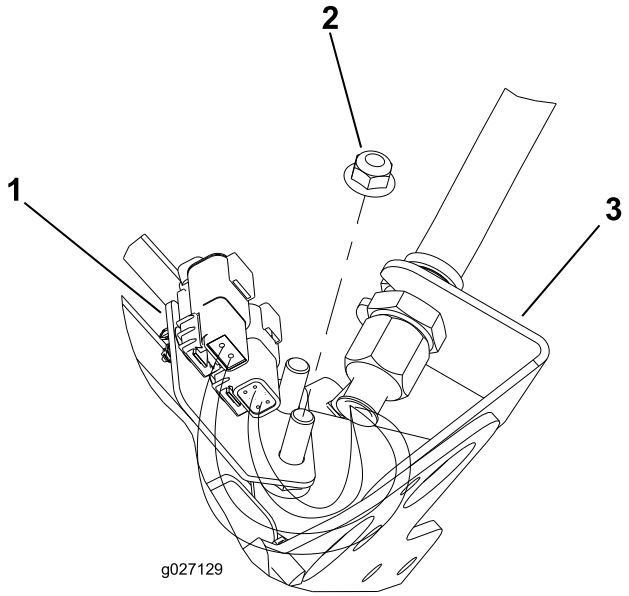
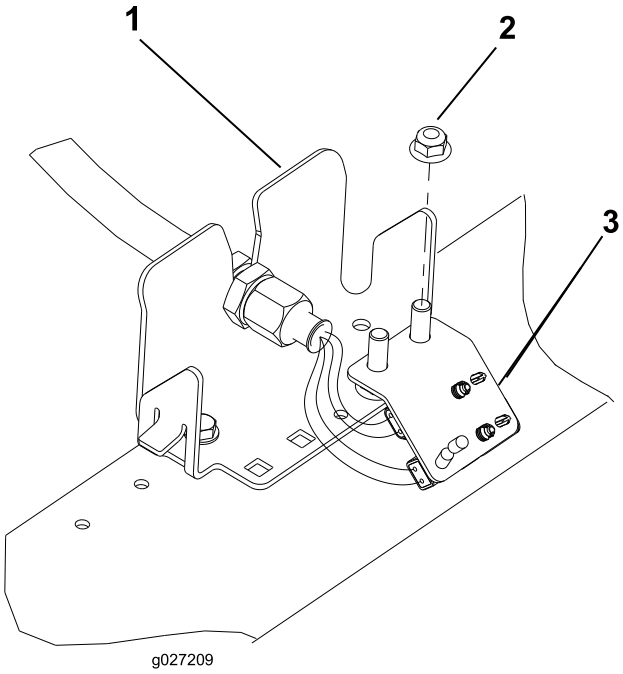

Figuur 13
Figuur 16
6. Herhaal de procedure voor de resterende (4) tussenschotlocaties zoals getoond in Figuur 13 tot Figuur 16.